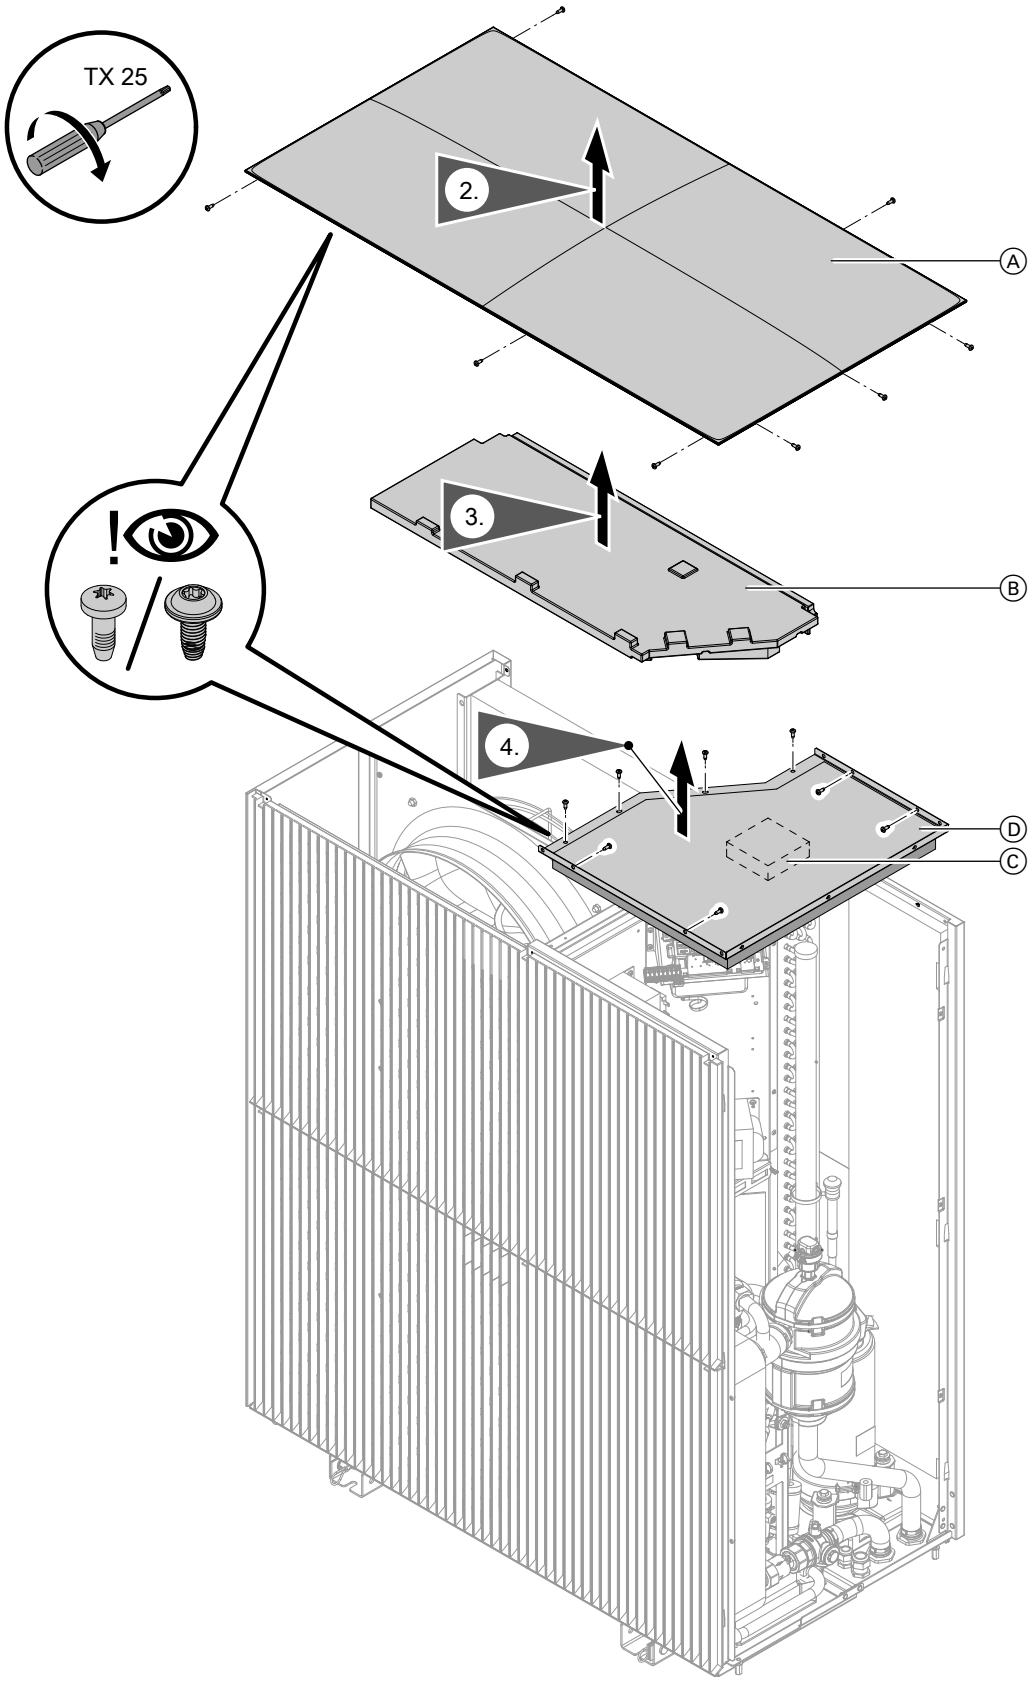

Abb. 95
7. Deckel abbauen: Siehe Abb. 95.
2. Deckel abbauen: Siehe Abb. 95.